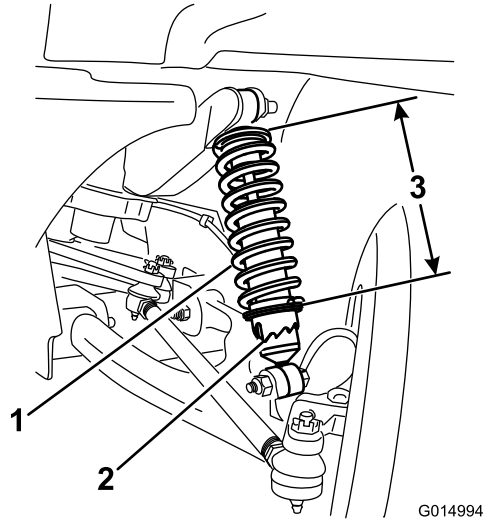

Figuur 52
3. Met gereedschap nr. TORO 6010 draait u de kraag van de schokbreker om de lengte van de veer te veranderen (Figuur 52).